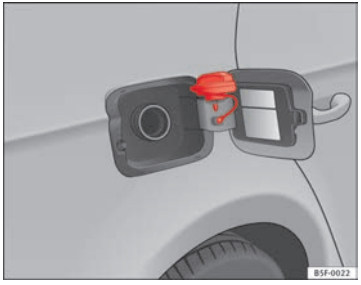

Fig. 151 Fuel tank flap with tank cap attached
– Place the cap in the housing on the hinge of the open flap ⇒ Fig. 151.